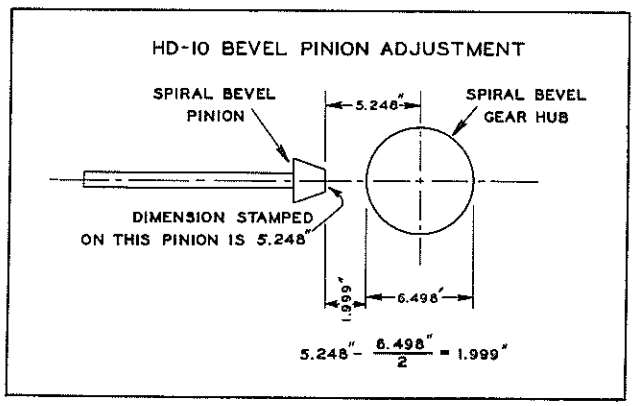

FIG. 13
a. Measure the diameter of the bevel gear hub with micrometer. Divide this measurement by 2 and subtract from the figure etched on end of pinion shaft. The result obtained is the distance that the end of the pinion shaft should be from bevel gear hub. See Fig. 13.